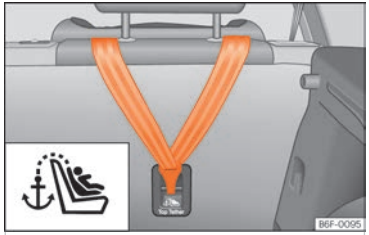
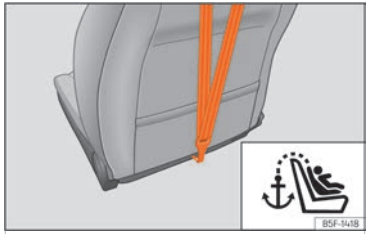

Fig. 42 Part posterior dels seients del darrere: argolles de subjecció per al cinturó Top Tether.
Fig. 43 Part posterior del respatller del seient de l'acompanyant: ancoratge per al cinturó Top Tether.
Les cadiretes infantils amb sistema Top Tether incorporen una corretja addicional per subjectar-la a un punt d'ancoratge al vehicle. Aquest punt d'ancoratge es troba a la part posterior del respatller del seient del darrere i de l'acompanyant (identificat amb el símbol) i proporciona una major retenció ››› fig. 42, ››› fig. 43.
- Feu lliscar la corretja i fixeu-la correctament amb l'ancoratge de la part posterior del respatller ››› fig. 42 , ››› fig. 43.